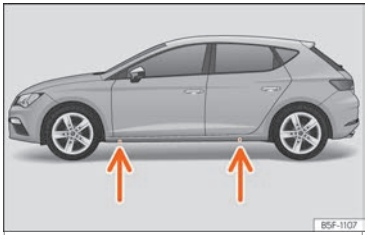

Fig. 78 Crossbar: brands.
- Find the support point on the strut (sunken area) closest to the wheel to be changed ››› Fig. 78.